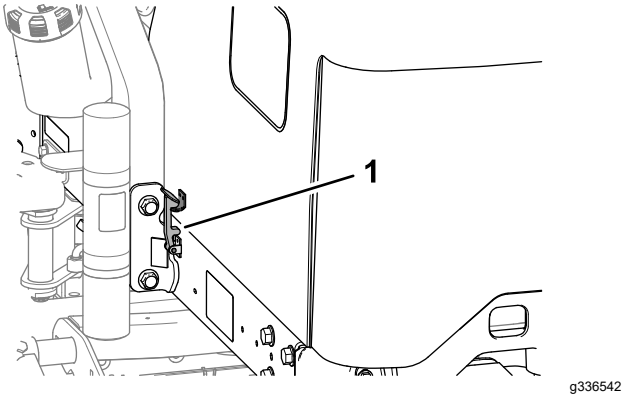

**Figur 54**
2. Vrid motorhuven uppåt och bakåt (Figur 54).